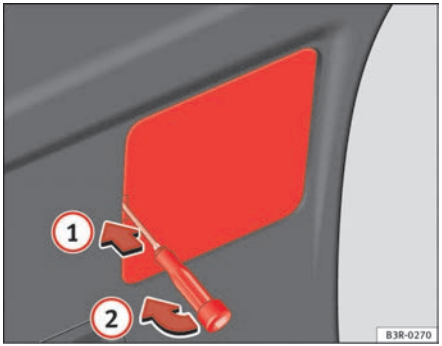

Fig. 227 Remove the cover of the tailgate trim
– Insert the screwdriver into the opening in the cover ⇒ page 275, fig. 227 (1) and detach the cover (2).